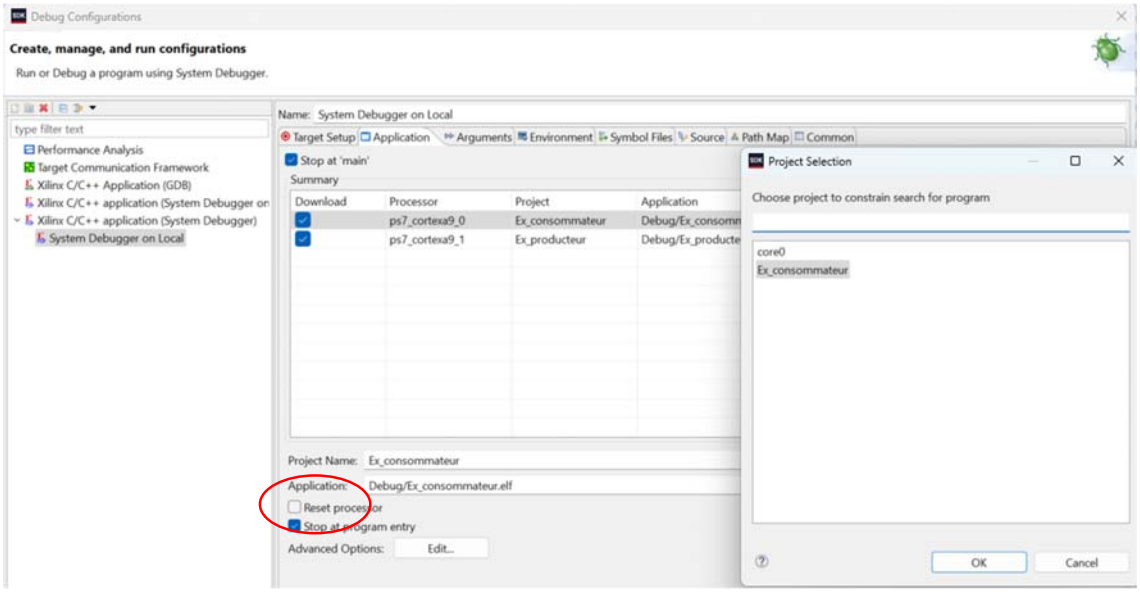
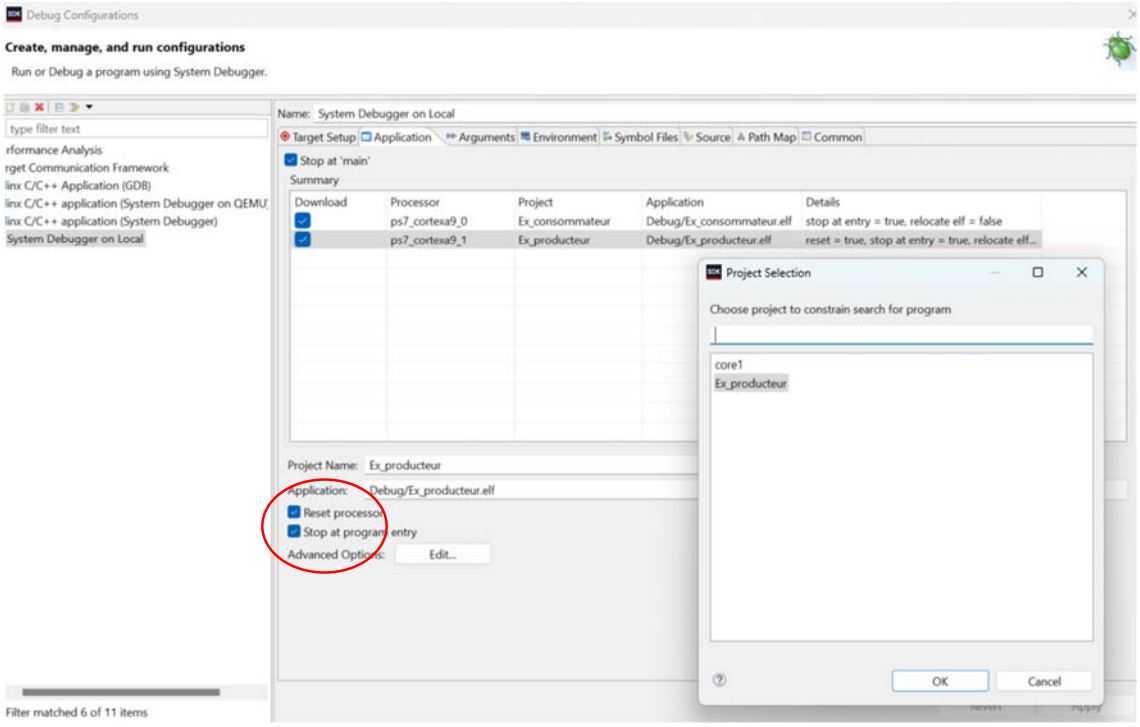

Figure 10 Programmation du core 0 (ELF) sans reset
Figure 11 Programmation du core 1 (ELF) mais avec reset cette fois
b. La partie PS demande deux chargements : la figure 10 montre le chargement de l'application *EX_consommateur.elf* , alors que la figure 11 montre le chargement de *EX_producteur.elf*